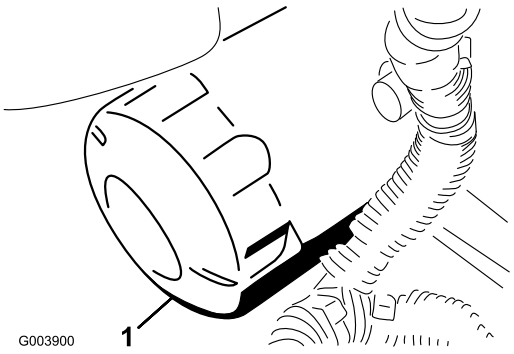

Figur 53
3. Ta av oljefilteret (Figur 53).